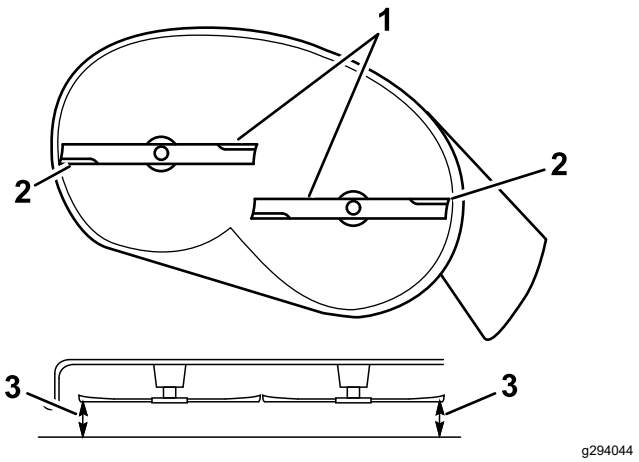

Figuur 66
5. Meet de afstand tussen de buitenste snijranden en de vlakke ondergrond (Figuur 66).